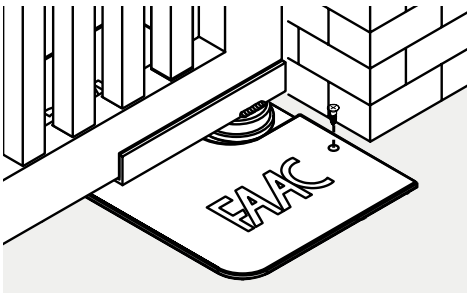

Fig.25
4) UNSCREW the travel-limit stop screw (Fig.25 ref.B) at closing (Fig.25 ref.①), until the leaf begins to move.